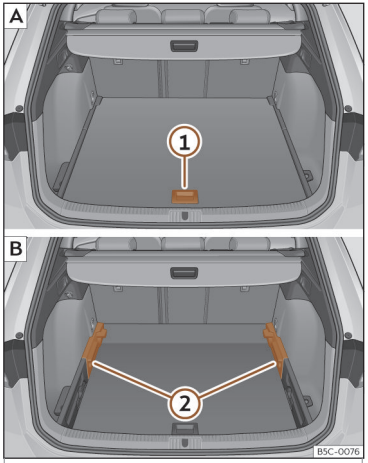

Fig. 123 Piano variabile del bagagliaio: A posizione elevata; B posizione bassa.
- Per passare dalla posizione bassa a quella elevata, sollevare il piano mediante la maniglia››› **fig. 123** ①, e tirarlo all'indietro finché la parte anteriore del piano non sarà completamente fuoriuscita rispetto ai supporti ››› **fig. 123** ②.
- Far scorrere il piano in avanti attraverso i supporti fino a farlo entrare in contatto con lo schienale dei sedili posteriori, e, successivamente, abbassare il piano con la maniglia ①.
- Per passare dalla posizione elevata a quella bassa, sollevare il piano mediante la maniglia ››› **fig. 123** ①, e tirarlo all'indietro finché la parte anteriore del piano non sarà completamente fuoriuscita rispetto ai supporti ››› **fig. 123** ②.
- Far combaciare la parte anteriore con il piano e spingere il piano in avanti fino a farlo entrare in contatto con lo schienale dei sedili posteriori, abbassando allo stesso tempo il piano con la maniglia ①.
- Con il piano variabile in posizione elevata, sollevarlo con la maniglia››› **fig. 123** ①, tirarlo e spingere verso lo schienale dei sedili posteriori finché il piano non si piega sulla linea della cerniera e la parte mobile del piano non si appoggia sullo stesso.